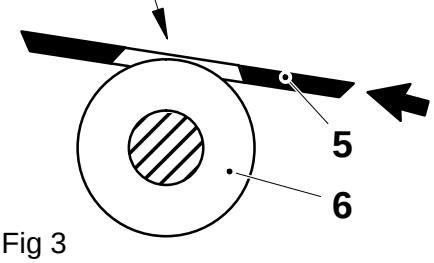

Fig 3
b) Loosen the lock nut (1) and adjust by means of the screw (2), so that there is distance A between the window knife (3) and the vertical plane (4) (pre-setting).
c) Insert the tab strip unit guide (5) and secure it.
d) Set the tab strip chute so that the roller (6) is in line with the slide plate, see fig. 3.
e) Loosen the two screws (7) and the grub screw (8) of the eccentric pin (9) and shift the plate (10) to set distance B between the **corner** of the window knife and the strip unit guide.